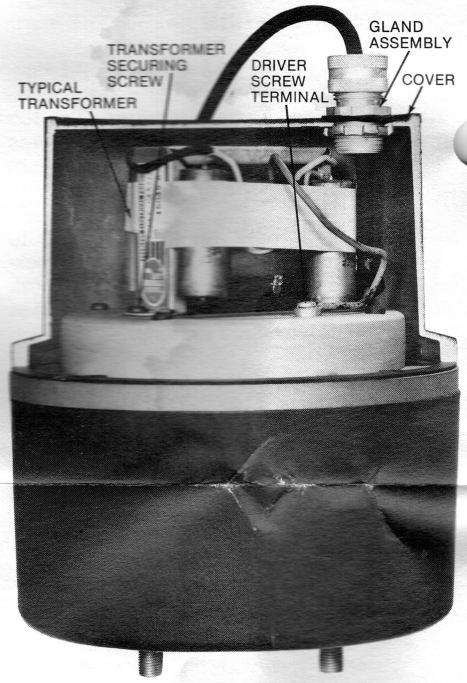

Figure 5. Altec 290 Series Driver with Typical Transformer Installed
1. Remove screws securing driver cover (see Figure 5); lift off cover and gasket. Do not loosen or remove gland fitting from cover.
2. Align transformer with appropriate mounting holes in driver; secure with screws supplied. Figure 5 illustrates a typical transformer installed.